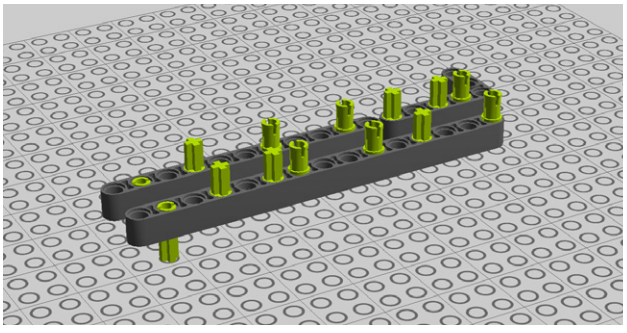

Figure 5-45. *Step 38: Adding the pegs*
38. Throw on a bunch of regular and cross-axle connector pegs. Figure 5-45 shows this.